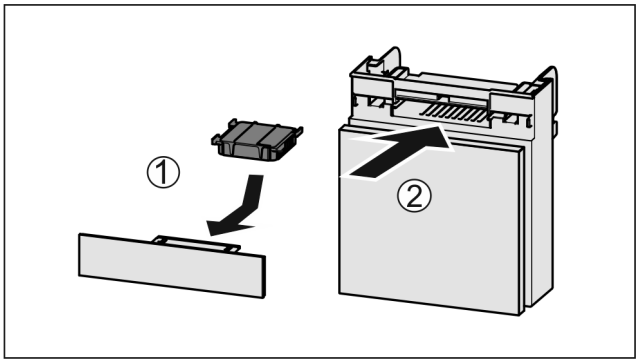

Fig. 208
▶ Ievietojiet aktīvās ogles filtru atbilstoši attēlam *Fig. 208 (1)*.
▶ Iebīdiet nodalījumu *Fig. 208 (2)*.